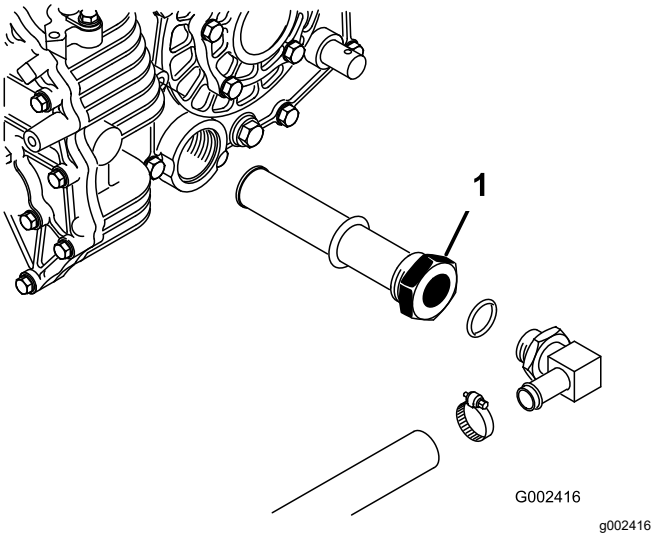

Figura 70
5. Observe la orientación del tubo hidráulico y del codo de 90° conectado al filtro en el lateral del depósito (Figura 70).